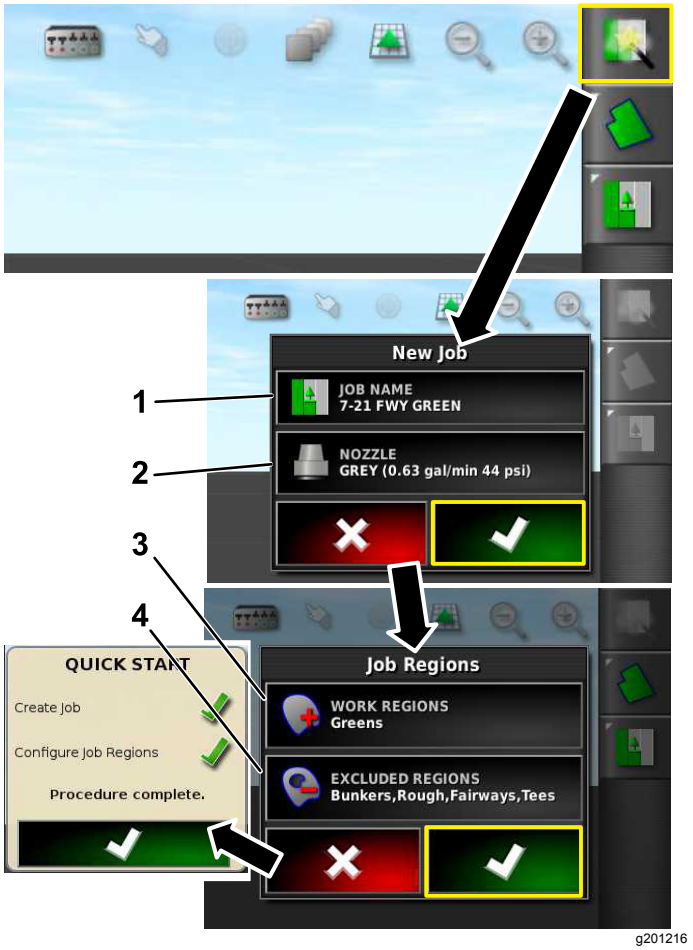

Figure 8
2. Saisissez un nouveau nom pour la tâche (Figure 8).
4. Sélectionnez la zone de pulvérisation (ex. fairways, greens, départs, etc.) (Figure 8).
5. Sélectionnez les zones exclues de la pulvérisation (bunkers, arbres, obstacles, etc.) (Figure 8).